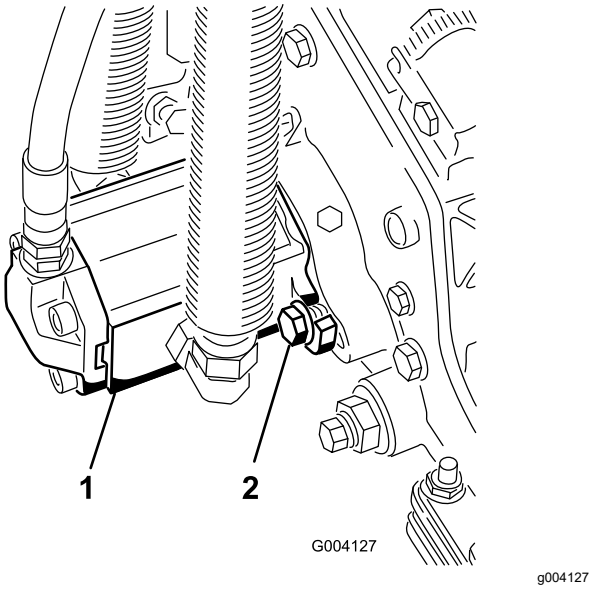

图 20
17. 以顺时针旋转的方式安装马达让马达法兰与螺栓保持一定空隙图 20。